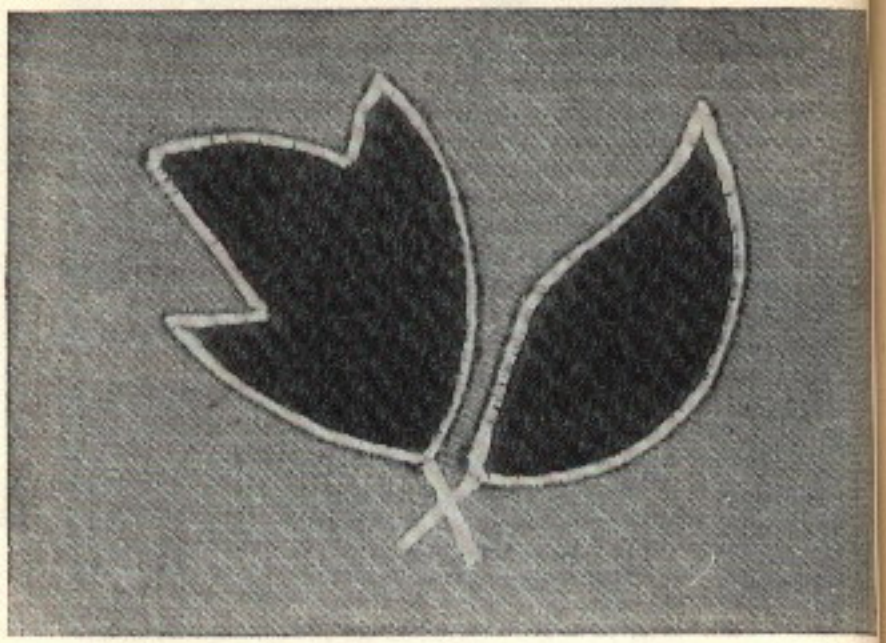

Рис. 59
2. Рисунок аппликации наносится на материал и по линиям рисунка этот материал пришивается к основной ткани узкими и короткими стежками (как длина стежка так и ширина зигзагообразного шва равны 1 мм). После этого выступающие края аппликации обрезаются непосредственно у шва, а края обшиваются несколько более широким зигзагообразным швом с минимальной длиной стежка (стежки прилегают друг к другу) (рис. 59). При этом необходимо несколько ослабить натяжение верхней нитки. Аппликация выглядит особенно привлекательно и пластично, если при обшивке края в шов зашивается шнур.